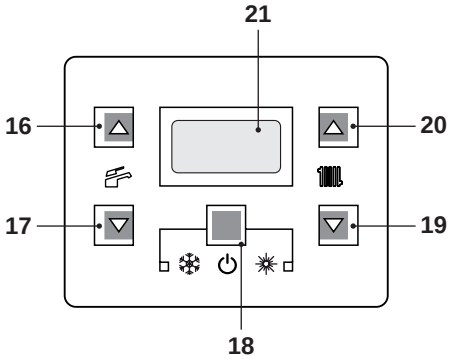
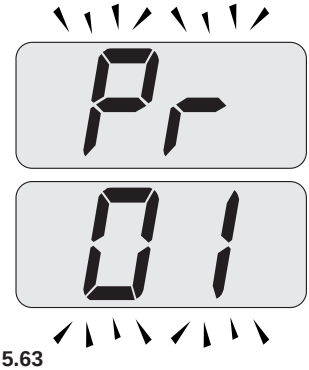
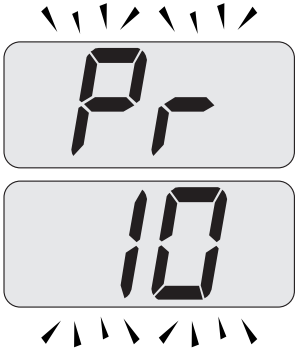

Figura 5.62
Figura 5.63
Figura 5.64
- Entrare in "modalità programmazione" premendo contemporaneamente per 10 secondi i tasti 18 - 19 - 20 (Figura 5.62) fino a far apparire sul display LCD le lettere **Pr** che si alternano con il codice **01**, indicanti l'entrata nel "parametro 01" (Figura 5.63).
- Scorrere i vari parametri utilizzando i tasti 19 o 20 fino a far apparire sul display LCD le lettere **Pr** che si alternano con il codice **10**, indicanti l'entrata nel "parametro 10" (Figura 5.64).
- Premere contemporaneamente i tasti 18 e 20 (Figura 5.62) fino a far apparire sul display LCD il valore del parametro 10 (30=180 secondi) (Figura 5.65).
- Premendo il tasto 18 (Figura 5.62) si ottiene la conferma del valore inserito.
- Premendo contemporaneamente i tasti 18 e 19 (Figura 5.62) si esce senza modificare il valore (ritorno alla lista parametri Figura 5.64)
- Premendo contemporaneamente per 10 secondi i tasti 18 - 19 - 20 (Figura 5.62) si esce dalla "modalità programmazione".